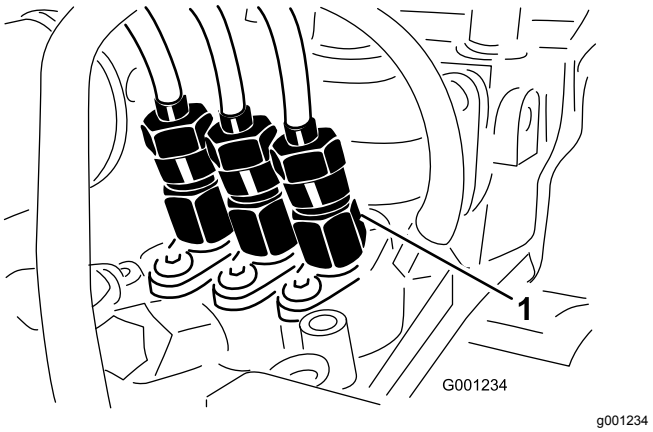

Figur 50
1. Løsn rørmøtrikken til den første indsprøjtningsdyse og holdersamlingen ved indsprøjtningspumpen (Figur 50).